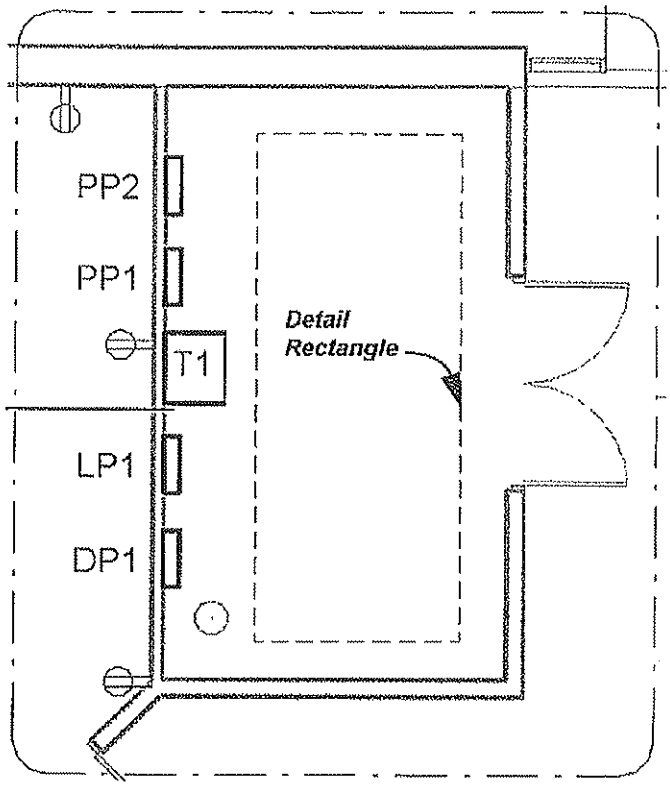

Figure 13–34
5. Draw a rectangle from the upper left corner of the room to the lower right corner of the room, approximately **4500mm x 1800mm**, as shown in Figure 13–34. Click (Modify) to finish.